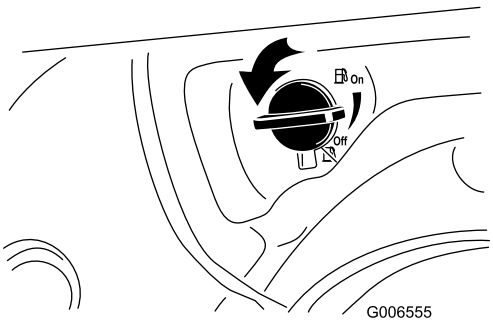

Rysunek 19
2. Przekręć zawór odcinający paliwo o 1/4 obrotu w lewo, aby go otworzyć (Rysunek 19).